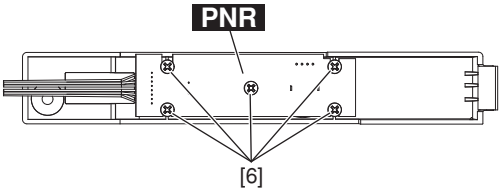

Fig.7
4. Remove the MASTER VOLUME knob from the key block assembly R. (Fig.7)
5. Remove the five (5) screws marked [6]. The PNR circuit board can then be removed. (Fig.7)